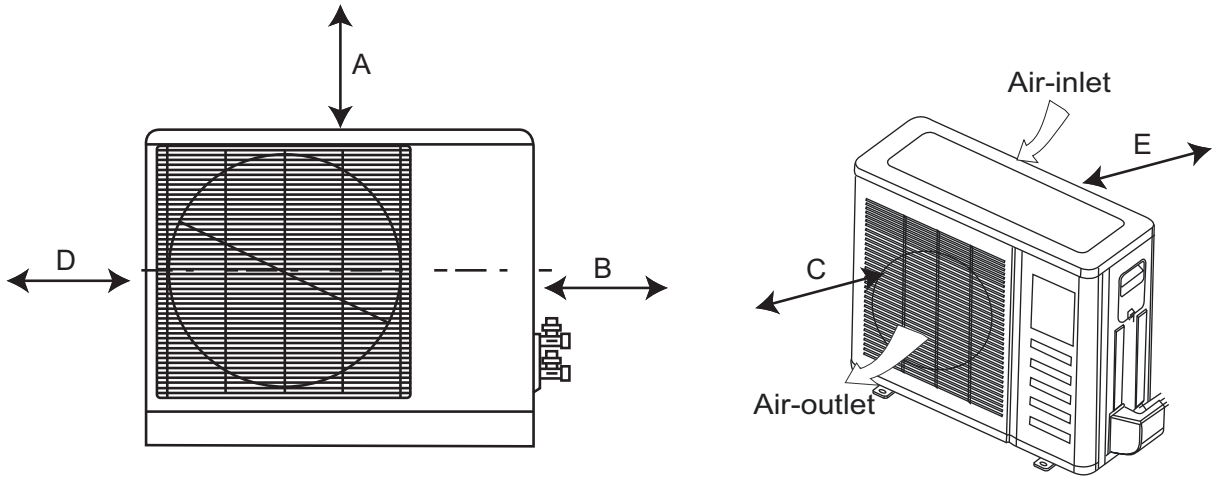

Fig. 8 — Clearances
Allow sufficient space for airflow and unit service. See Fig. 8 — on page 12 for the minimum required distances between the unit and walls or ceilings.
- A location with appropriate clearances as outlined (See Fig. 8 — on page 12).